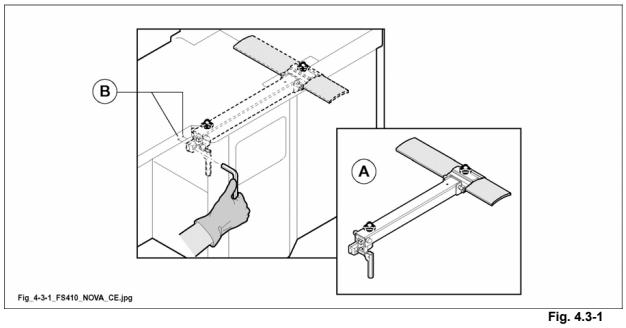

Fig. 4.3-1
Per esigenze di trasporto il ponte (A fig. 4.3-1) viene smontato.
1) posizionare la protezione (A fig. 4.3-1) come da figura.
2) Avvitare le 2 viti di fissaggio attraverso i fori (B fig. 4.3-1).